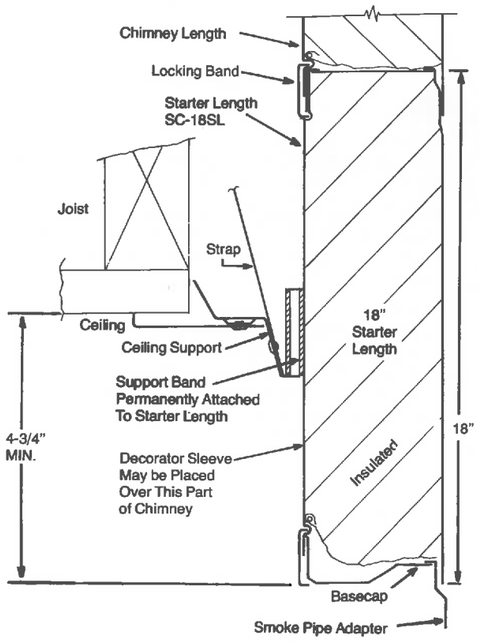

Fig. 1 Cross-Section of Ceiling Support Installation
2. Place plate assembly through opening from below, with straps pointing up through opening, and main plate (with diagonally bent edges) inside framed opening. See Fig. 1.